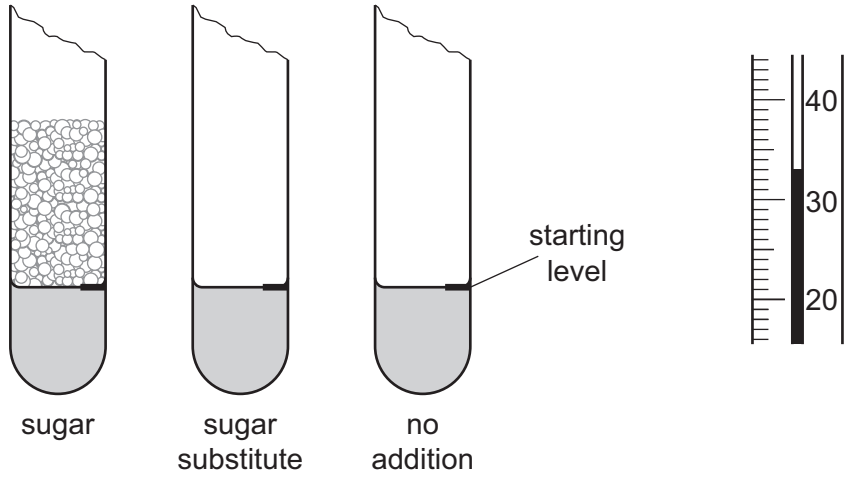
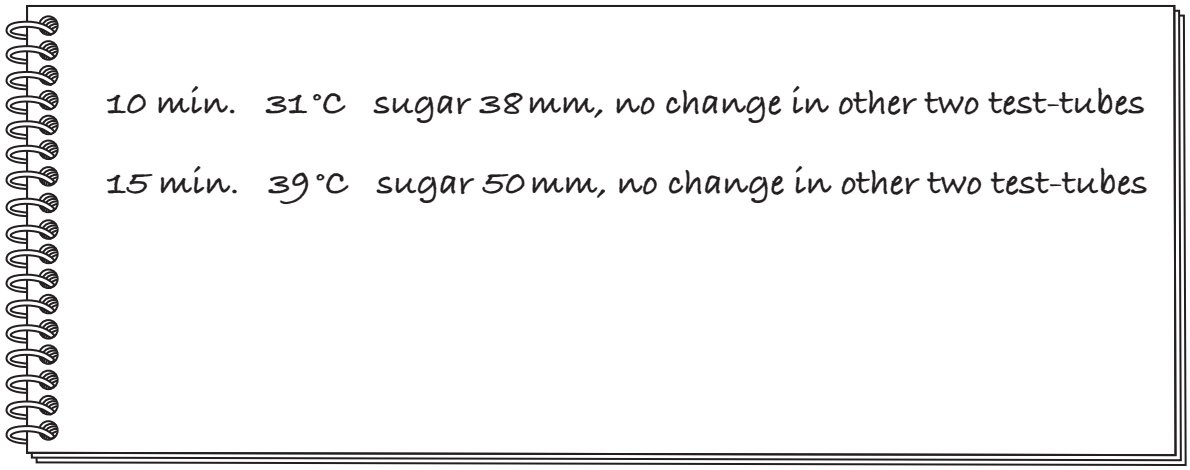

Fig. 1.1
Fig. 1.2
Fig. 1.1 shows the lower parts of the test-tubes at 5 minutes and the water-bath thermometer reading at 5 minutes.
Fig. 1.2 shows the results for 10 and 15 minutes recorded in the student's notebook.
- Using Fig. 1.1, measure the distances moved by the yeast mixtures from the starting levels in the three test-tubes and record them. Read the temperature shown on the water-bath thermometer in Fig. 1.1 and record it.
- Use the information in Fig. 1.2 to complete Table 1.2.
(iv) Use the information in Fig. 1.1 and Fig. 1.2 to evaluate the student's control of the water-bath temperature.
(ii) The apparatus used in this investigation is shown in Fig. 1.1. Suggest a piece of apparatus that could have been used in this investigation to directly measure the volume of the mixture. Describe how you would determine the increase in volume at each time interval using this apparatus.